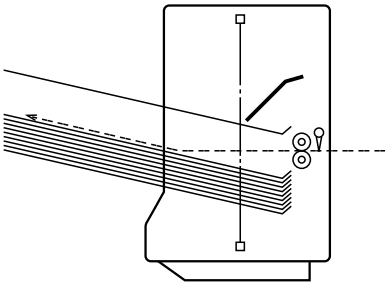
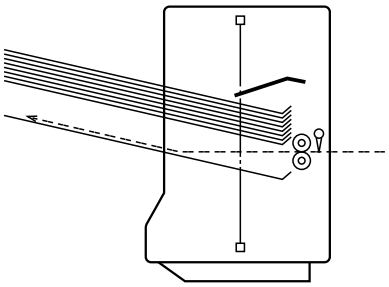

Fig. 2-2
Fig. 2-3
(2) A fixed timer after the sheet passes the paper path sensor, the bin moves up (or down). (Fig. 2-2 and Fig. 2-3)